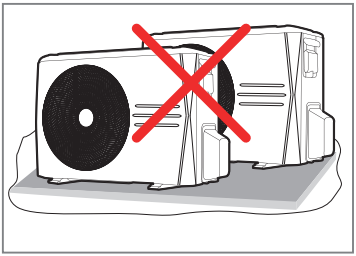

FIG. 2 - EVITAR INSTALAÇÃO EM SEQUÊNCIA
- Jamais instalar unidades condensadoras uma na frente da outra (Fig. 2).